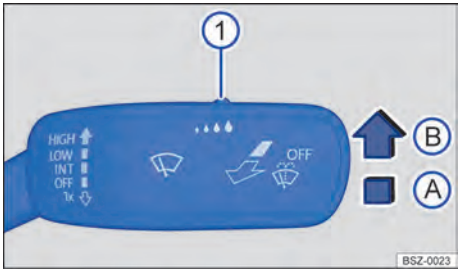

Bilde 84 På høyre side av rattstammen: Vindusviskerhendel.
1. Sett hendelen i ønsket posisjon → Bilde 84.
Regn- og lyssensorens følsomhet kan stilles inn manuelt med bryteren på vindusviskerhendelen → Bilde 84 ① → ⚠.